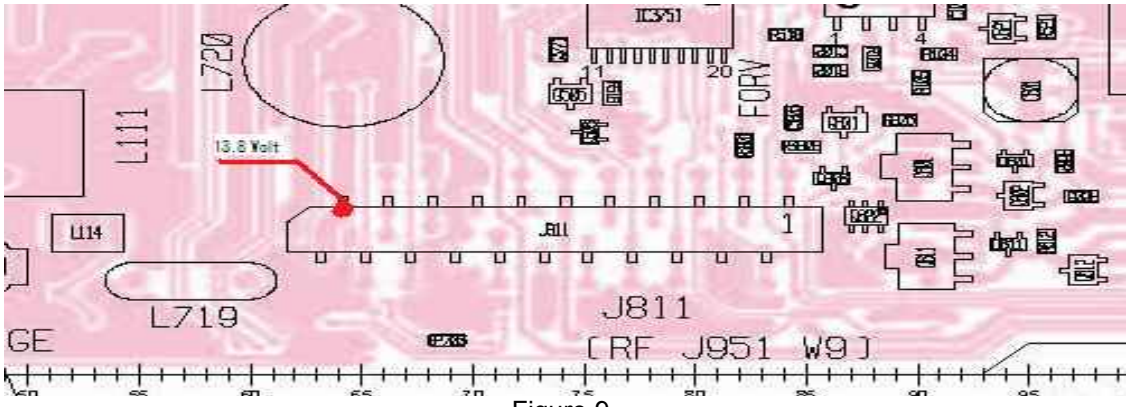

Figure 9
8.I found power for the buffer on connector J811 on the Main Unit A PCB (Fig 9).